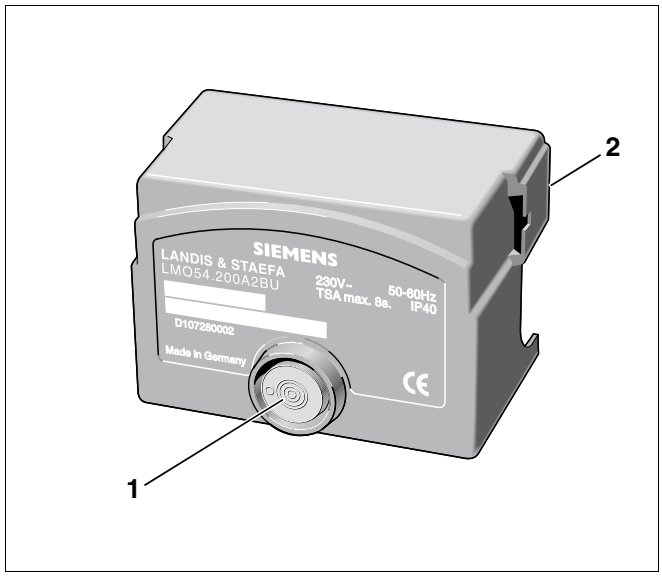

Fig. 15 Dispositivo di combustione gasolio LMO
In caso di guasto premere il tasto di riarmo (fig. 15, **pos. 1**) sul dispositivo di combustione gasolio (vedere capitolo 6.3 "Eliminazione dei guasti al dispositivo di combustione gasolio", pagina 19).